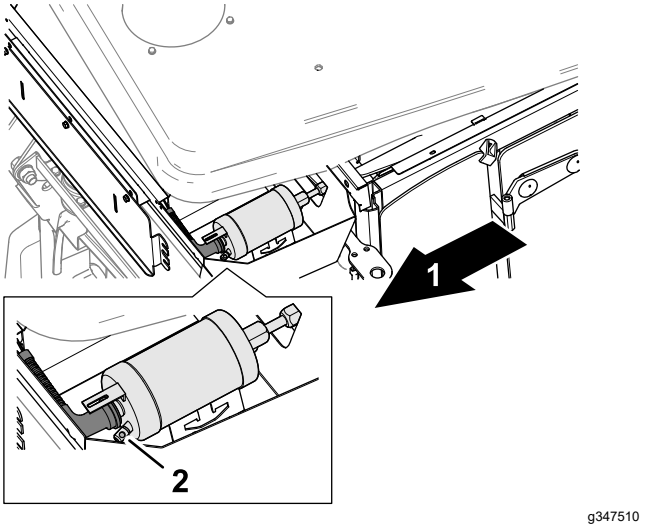

Figure 33
4. Move the roof enough to access the collecting-filter tank (Figure 33).
5. At the roof, observe the refrigerant-level sight gauge of the collecting-filter tank (Figure 33). If there are more that the occasional bubble seen through the sight glass, contact your authorized Toro distributor for service.